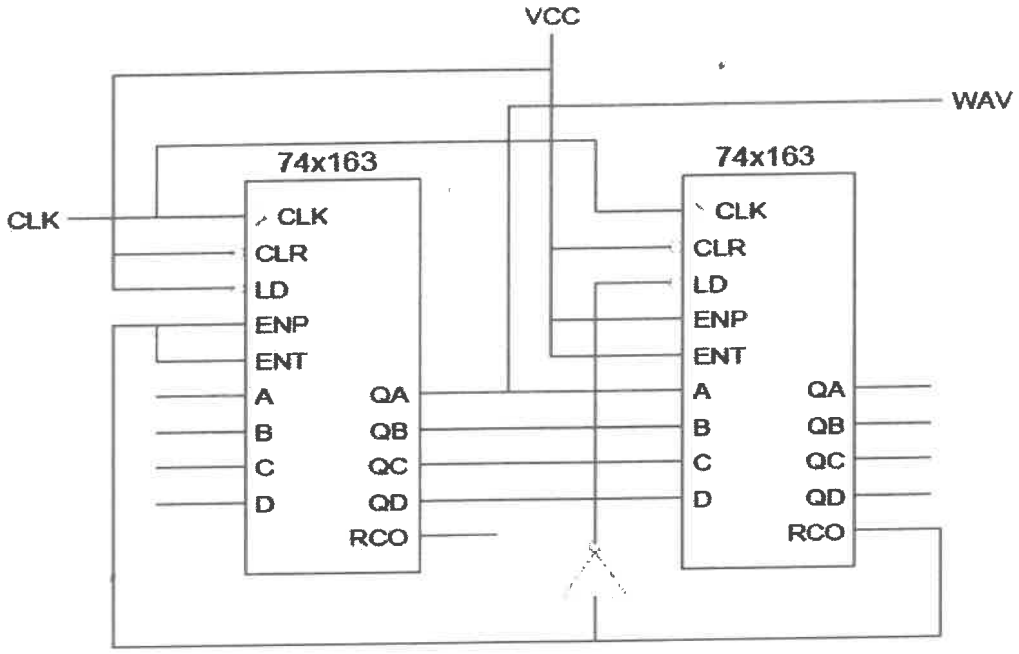

Figure Q5A.
5. Describe in detail the behavior of the MSI circuit components shown in Figure Q5A, especially on the waveform WAV? [10]